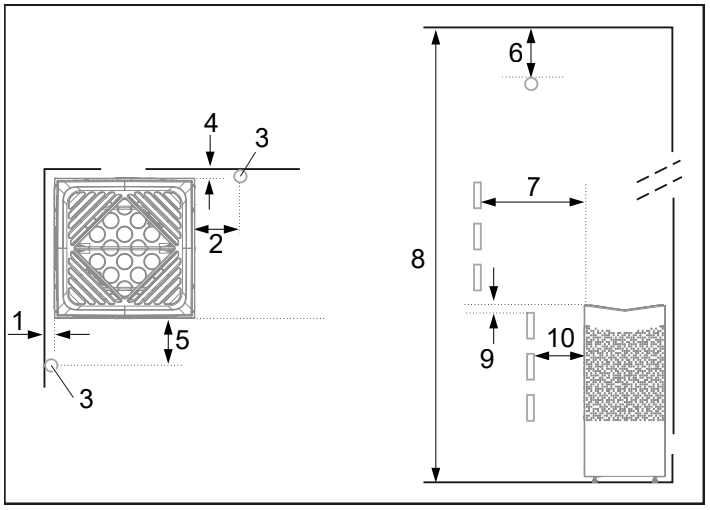
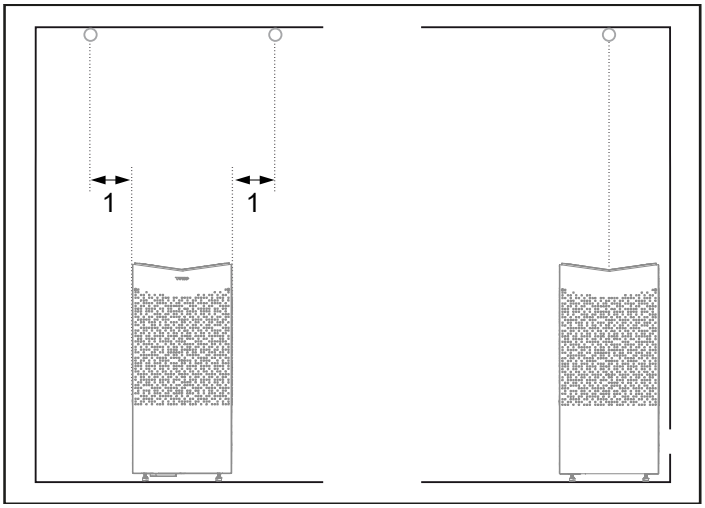

Fig 3: Placering av Singel bastuaggregat - normalmontage
Fig 4: Takmontering av sensorn
- Planera bastuaggregatets placering (se Avsnittet Aggregatets placering - normalmontage, fig 3).
- Planera sensorns placering (se Fig 3 samt Fig 4).
- på säkert avstånd till sidoväggar och inredning (se Fig 3).
Placera sensorn enligt bilden (se Fig 3), tänk på att inte någon aktiv friskluftsventil närmare än 1000 mm.
Om väggen på vilken sensorn ska installeras är gjord av mycket värmeabsorberande material (t.ex. betong, tegel m.m.) eller om väggen är gjort av härdats glas, kan sensorn placeras i taket med avstånd från aggregatet enligt Fig 4.